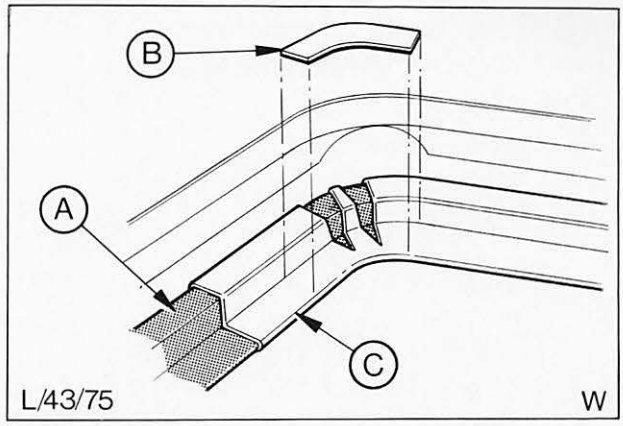

Abb. 29 Ansicht X aus Abb. 28
A = Limousine B = Turnier 1, 2, 3, 4 etc. – Anordnung der Spanndrähte Für Teil X und Y siehe Abb. 29 bis 31
26. Himmel an jeder Ecke der Dachöffnung zuschneiden und andrücken, Abb. 29 und 30.
28. Kleber an den Verstärkungsecken auftragen und die Ecken vom Himmel in jede Öffnung der Ecken einkleben, Abb. 29 und 30.